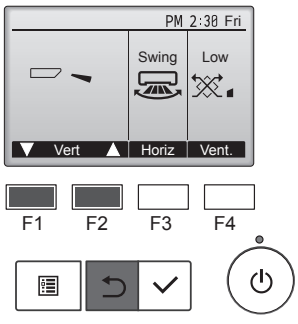

Fig. 7-4
② Tryck på [VÄLJ] så att skärmbilden Bladfunktion visas, och tryck sedan på [F1] och [F2] för att kontrollera den automatiska fläktbladsfunktionen. (Fig. 7-4)